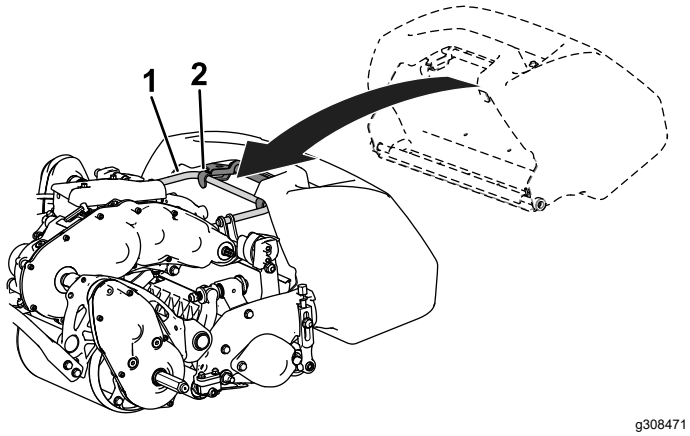

**Figuur 4**
2. Leid de rand van de grasmand tussen de zijplaten van de maai-eenheid en over de voorste rol (Figuur 4).
3. Monteer de grasmandhaken over de framebeugel (Figuur 4).